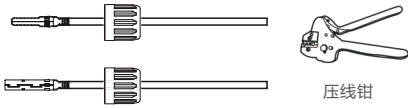

图3.20 将金属端子压接到线缆上
3. 使用专用压线钳将金属端子压接到线缆上。（见图3.20）